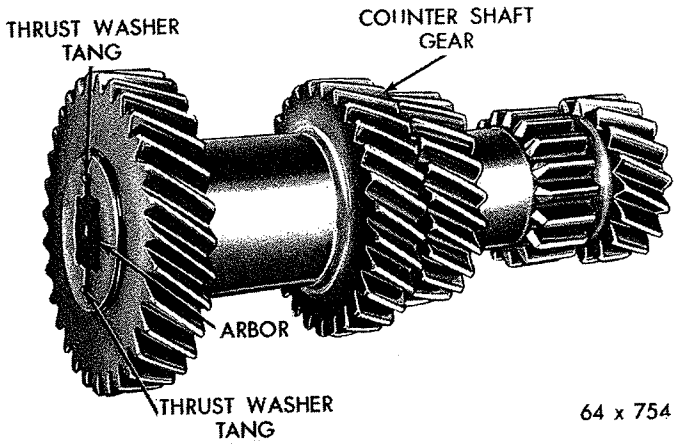

*Fig. 25—Countershaft Gear and Arbor Assembly*
(3) If countershaft gear end play exceeded .028" when measured during disassembly of "Extension Housing and Mainshaft," Step 13, install new thrust washers. Coat thrustwashers with heavy grease and install them over arbor with tang side toward the case boss (Fig. 25).